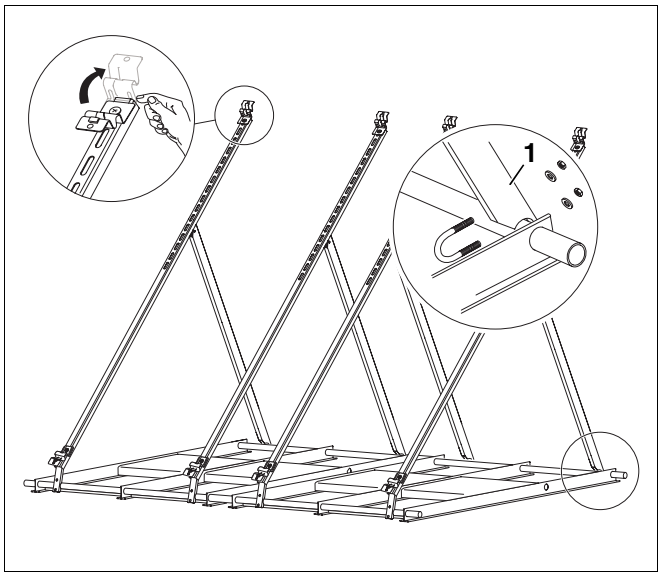

Afb. 32 Collectorsteunen vastschroeven
- Plaats de collectorsteunen (afb. 32, **pos. 1**) op de ronde leidingen.
- Monteer de collectorhouder zo, dat de omgeplooide zijde van de collectorhouder gelijk komt met het uiteinde van de profielrails – controleer dit met uw vinger (afb. 32). De collectorhouder mag zeker niet uitsteken.